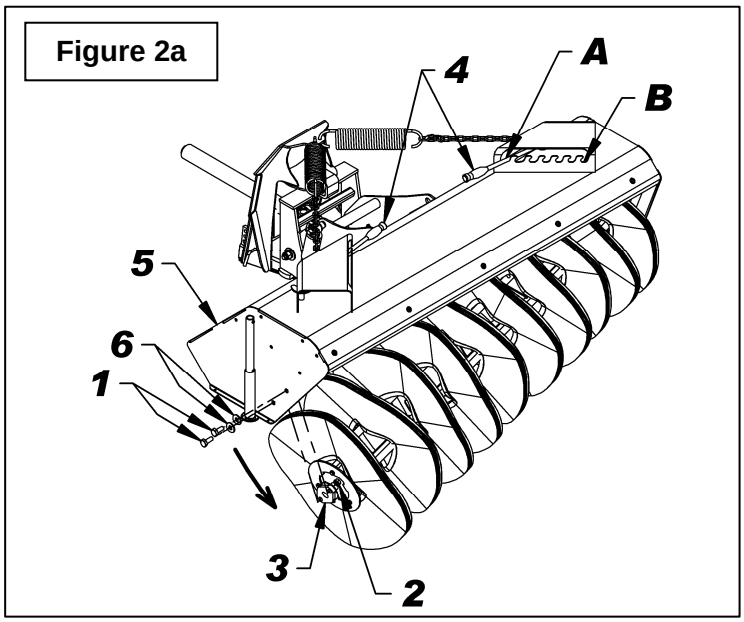

Figure 2a
3. **Figure 2a:** Placer les deux leviers d'engagement (item 4) à la position "A" et, à l'aide du levier hydraulique du tracteur, descendre le balai afin que la brosse soit sur le sol.
4. **Figure 2a:** Retirer les deux boulons hex. 1/2"NC x 1 1/4"lg (item 1) , les rondelles plates 3/8" (item 6) et les écrous hex. à bride rainuré 1/2"NC (item 2) du palier à roulement (item 3) du côté droit du support de brosse.
5. **Figure 2a:** Placer les leviers d'engagement (item 4) à la position "B" afin de dégager les brosses du bâti du balai (item 5). Si les brosses ne sont pas correctement dégagées du balai, soulever suffisamment le balai à l'aide du mécanisme de levage du sous-châssis.
9. **Figure 2a:** Descendre ensuite le bâti du balai (item 5) en déplaçant les leviers d'engagement (item 4) dans la position "A". Si le bâti est trop haut et ne permet pas d'aligner les trous des paliers à roulements (item 3) avec ceux du bâti du balai (item 5) alors, descendre suffisamment le bâti du balai (item 5) à l'aide du mécanisme de levage du sous-châssis.
10. **Figure 2a:** Fixer le palier à roulement (item 3) du support de brosse à l'aide des deux boulons hex. 1/2"NC x 1 1/4"lg (item 1) , les rondelles plates 3/8" (item 6) et des écrous hex. à bride rainuré 1/2"NC (item 2).